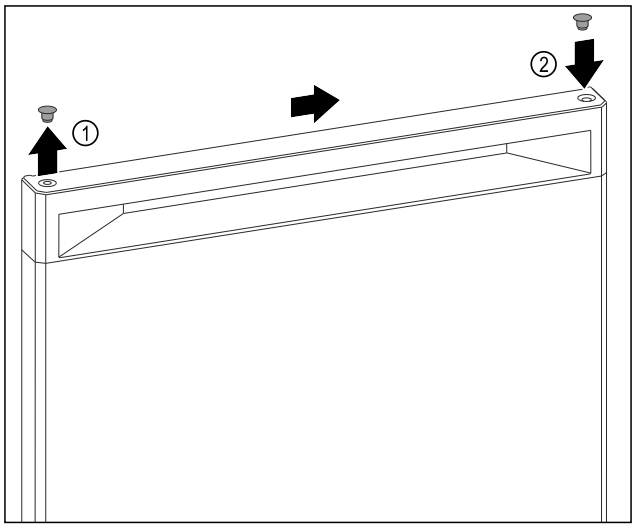

Fig. 9
▶ Løft forsigtigt dækproppen på dørens overside *Fig. 9 (1)* af ved hjælp af en kærvskruetrækker.
▶ Indsæt dækproppen på den modsatte side. *Fig. 9 (2)*